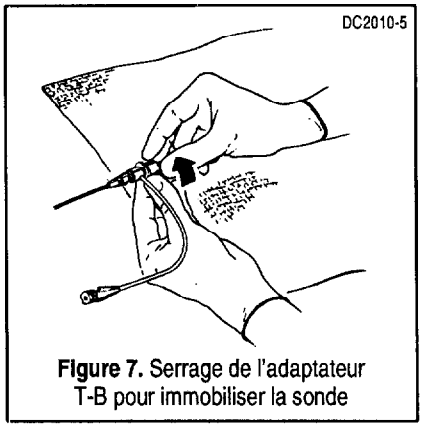

Figure 7. Serrage de l'adaptateur T-B pour immobiliser la sonde
8. Visser fermement l'écrou de serrage de l'adaptateur T-B pour fixer hermétiquement la sonde en position (Figure 7). Aspirer l'air par l'orifice latéral. Instaurer une purge héparinée continue ou intermittente par l'orifice latéral de l'adaptateur T-B.